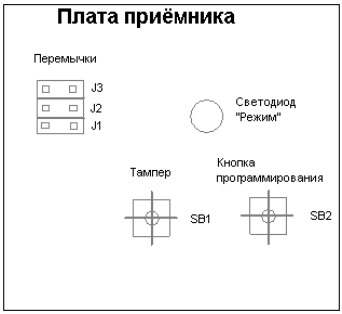

Рис.4
9. Нажать на программируемую кнопку брелока «Лидер», светодиод «Режим» на плате приемника системы Лидер (рис.4) перестанет мигать, будет светиться непрерывно в течение 5 секунд и вновь замигает, что свидетельствует об успешном вводе ключа.